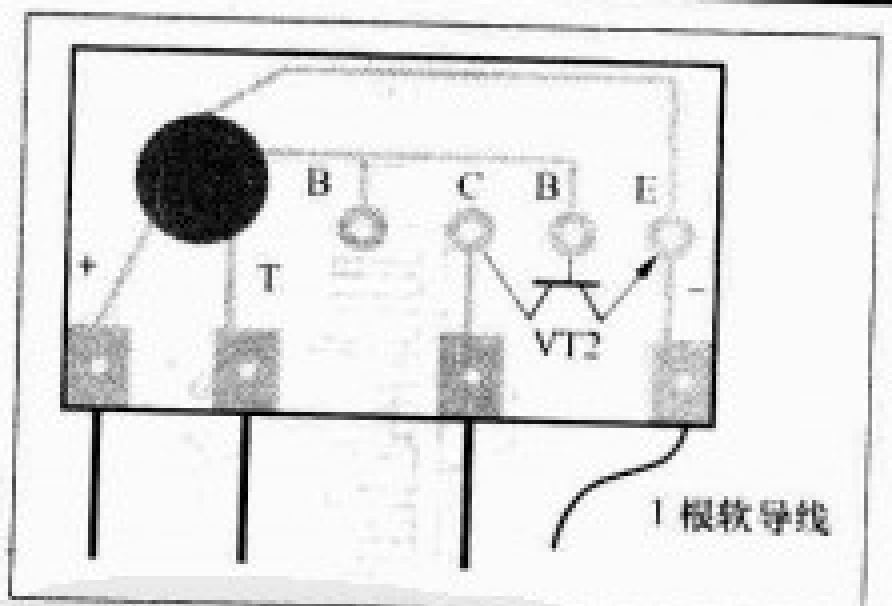

图2
1.音乐片上焊3根硬导线和1根软导线插在圣诞树印制板上。3根硬导线分别是电源正极、触发极和三极管的集电极。软导线是电源负极。音乐片印制电路如图2所示。